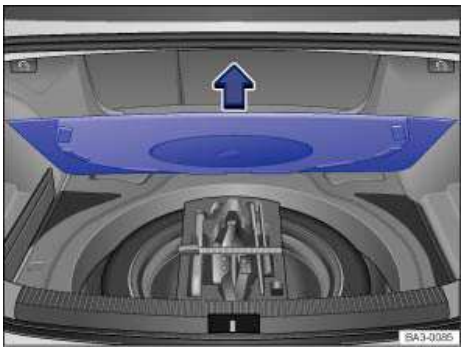

Fig. 168 In the luggage compartment under the floor panel: Compact spare wheel and vehicle tool kit.
The vehicle tool kit is in the luggage compartment in one of several places, such as under the luggage compartment floor panel ⇒fig. 168.
- Grasp the floor panel by the handle and lift it up in the direction of the arrow ⇒fig. 168; remove it if necessary.